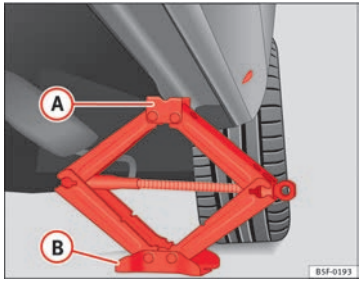

Fig. 129 Strut: mounting the jack on the vehicle
– Turn the jack*, located below the strut support point, to raise it until tab (A) ⇒ Fig. 129 is below the housing provided.
– Align the jack* so that tab (A) “grips” onto the housing provided on the longitudinal member and the mobile base plate (B) is resting on the ground. The base plate (B) should fall vertically with respect to the support point (A).